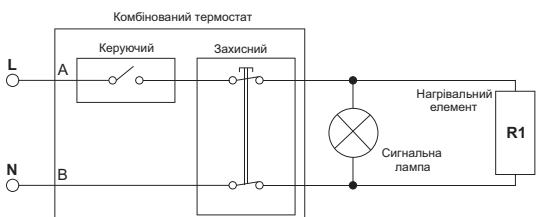
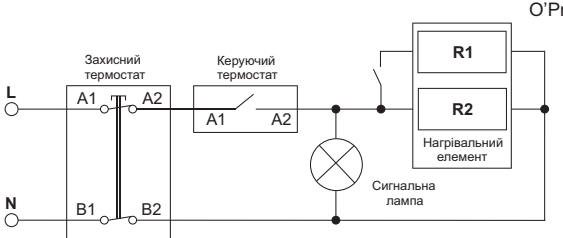

Рис. 7. Схема електрична для моделей E-series, O'Pro, EGO, O'Pro+, O'ProP
Рис. 8. Схема електрична для моделей Steatite (S4CM).
Підключення моделей O'Pro (PC) (рис. 7) та моделей D400-2-BC, D325-2-BC, EXPERT, TURBO (рис. 8, 9):
Підключення моделей O'Pro (PC) (рис. 7) та моделей D400-2-BC, EXPERT, TURBO (рис. 8, 9):